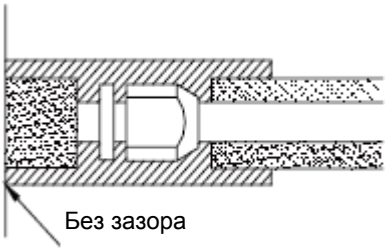

Рис. 19
b. Соединения внутреннего блока должны быть обернуты изоляционным материалом, не допускается наличие зазора на соединениях внутреннего блока, как показано на Рис.19.